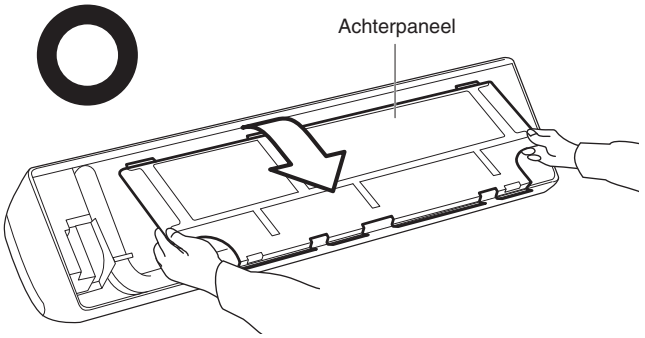

Afb. 3-3
(3) Verwijder het achterpaneel door de gedeelten op Afb. 3-3 vast te pakken en het paneel in de richting van de pijl te trekken.